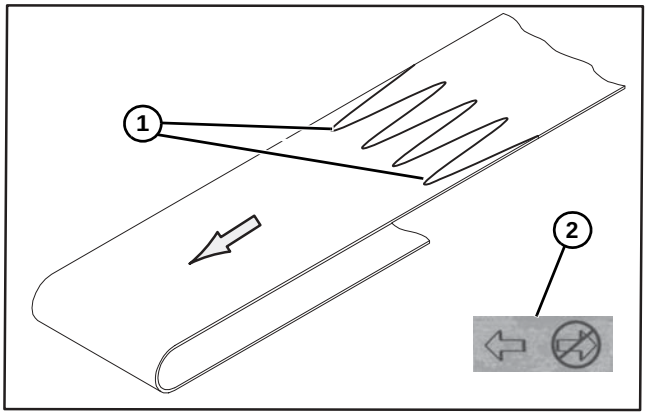

Figure 50
1. Orienter la bande de façon que les doigts de l'épissure **(Figure 50, élément 1)** pointent dans la direction de déplacement de la bande indiqué par l'étiquette **(Figure 50, élément 2)**.
2. Orienter la bande de façon que les doigts de l'épissure **(Figure 50, élément 1)** pointent dans la direction de déplacement de la bande indiqué par l'étiquette **(Figure 50, élément 2)**.